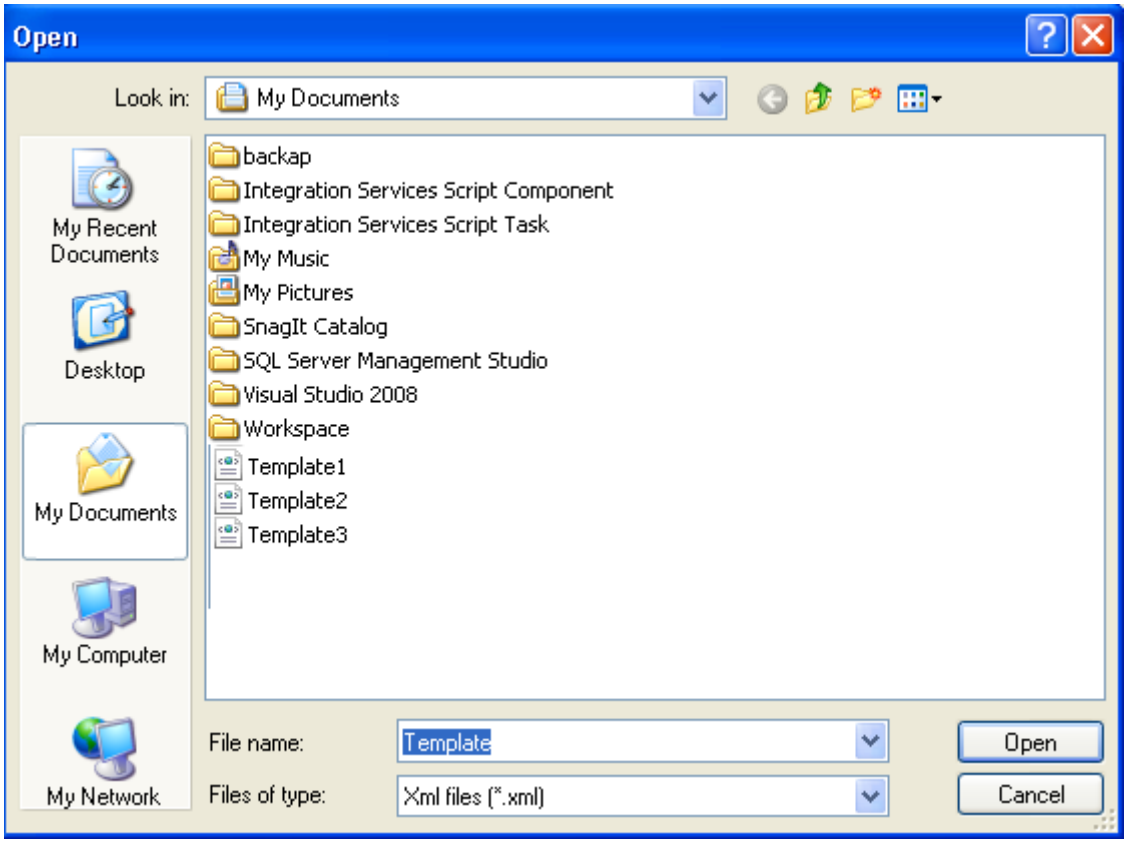

Figure 12.14-13 Template file selection
2. Select a template file in the appeared window and click the “Open” button (Figure 12.14-13).